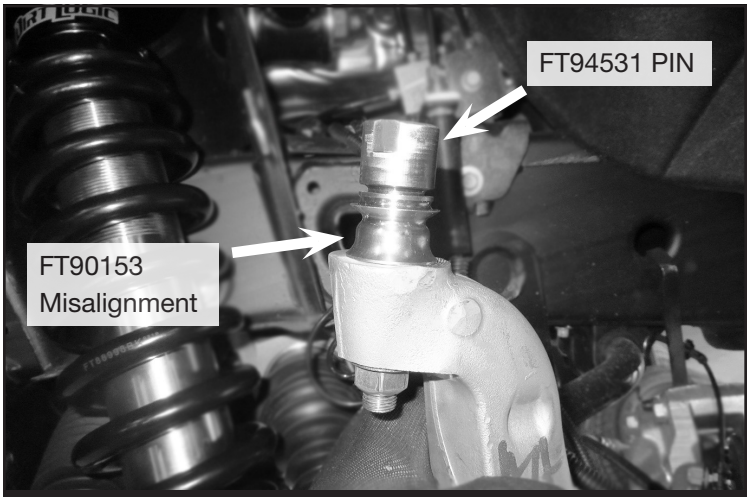

FIGURE 7 - STEP 8
8. Install FT90153 (Lower misalignment) onto FT94531 (Uniball Pin). Then, install into the factory control arm using the supplied 1/2” nut and washer. Torque the nut to 120 ft-lbs. using a 15/16” open end wrench on the pin end. **SEE FIGURE 7**